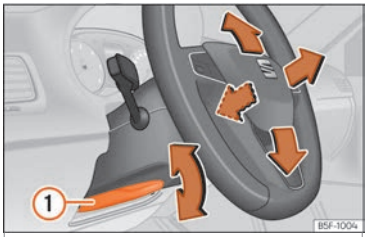

Fig. 5 Alavanca na parte inferior do lado esquerdo da coluna de direção
• Puxe a alavanca ››› **Fig. 5** (1) para baixo, mova o volante até à posição desejada e volte a subir a alavanca até ao ponto de fecho.
• Após ajustar a coluna da direção, empurre firmemente a alavanca ››› Fig. 5 (1) para cima para que o volante não mude de posição acidentalmente durante a marcha.